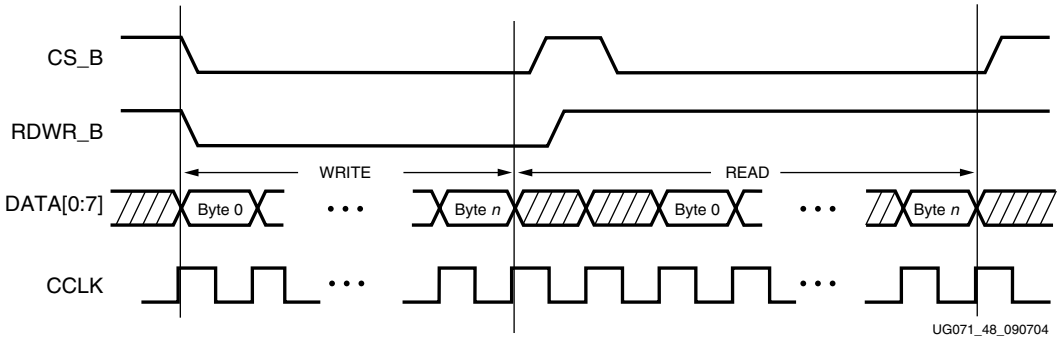

Figure 8-1: **Changing the SelectMAP Port from Write to Read Control**
4. This procedure is illustrated in Figure 8-1.